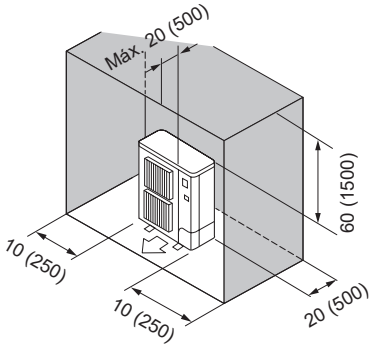

Fig. 2-11
⑥ Obstáculos en la parte trasera, los laterales y superior (Fig. 2-11)